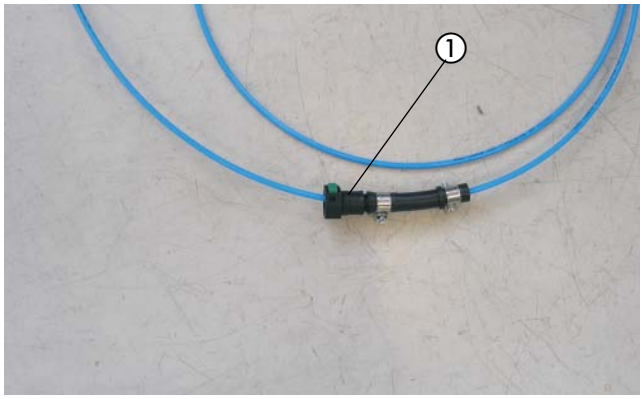

Abb. 15
Das Kabel 0,5 mm² sw/rt des Hauptkabelbaumes entsprechend der Abbildung in den Relaissockel an Klemme 1 (86) und das Kabel 0,5 mm² br an Klemme 2 (85) einrasten. (siehe Abb. 15)